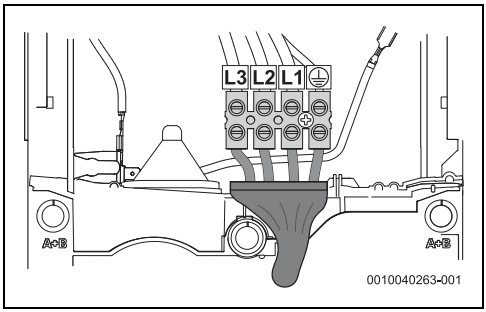

Bild 45 Anschluss unten für kurze Kabel
- Anschluss unten für kurze Kabel (Abb. 45)